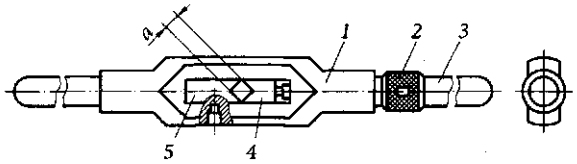

Рис. 2.24. Раздвижной вороток:
5. Наденьте вороток (рис. 2.24) на квадратный хвостовик развертки и плавно вращайте ее по часовой стрелке, подавая вниз вдоль оси отверстия.